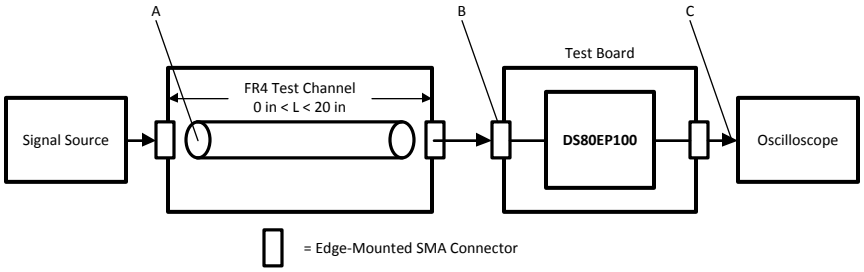

Figure 2. Transient Test Setup Diagram
(1) The Electrical Characteristics tables list guaranteed specifications under the listed Recommended Operating Conditions except as otherwise modified or specified by the Electrical Characteristics Conditions and/or Notes. Typical specifications are estimations only and are not guaranteed.
(2) Typical values represent most likely parametric norms, TA = +25 degC, and at the Recommended Operation Conditions at the time of product characterization and are not guaranteed.
(3) Differential signal to Equalizer, measured at the input to a transmission line, see point A of Figure 2. The transmission line is Z_0 = 100Ω, 6-mil, microstrip in FR4 material.
(4) Deterministic jitter is measured at the differential outputs (point C of Figure 2), minus the deterministic jitter before the test channel (point A of Figure 2). Test pattern: PRBS- 7 .
(5) Specification is guaranteed by characterization and is not tested in production.